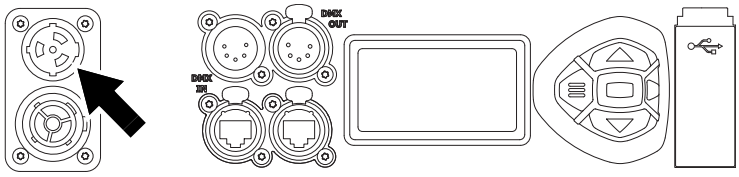

Figure 7 : Embase d’entrée d’alimentation
2. Voir la Figure 7. Alignez les détrompeurs du connecteur TRUE1 TOP du câble d’alimentation avec ceux de l’embase MAINS IN (voir ci-contre). Insérez le connecteur et tournez-le dans le sens des aiguilles d’une montre pour le verrouiller.